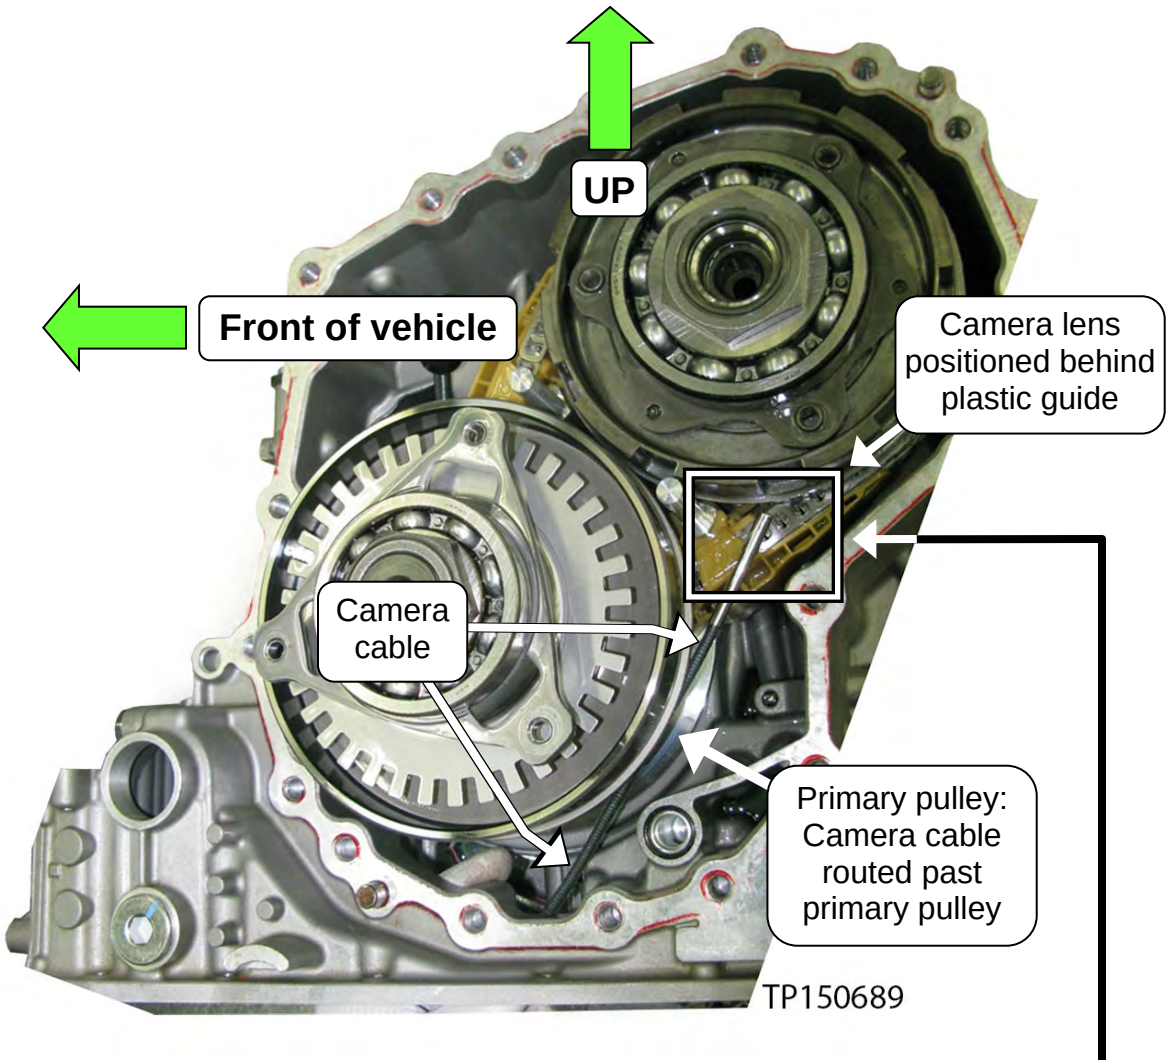
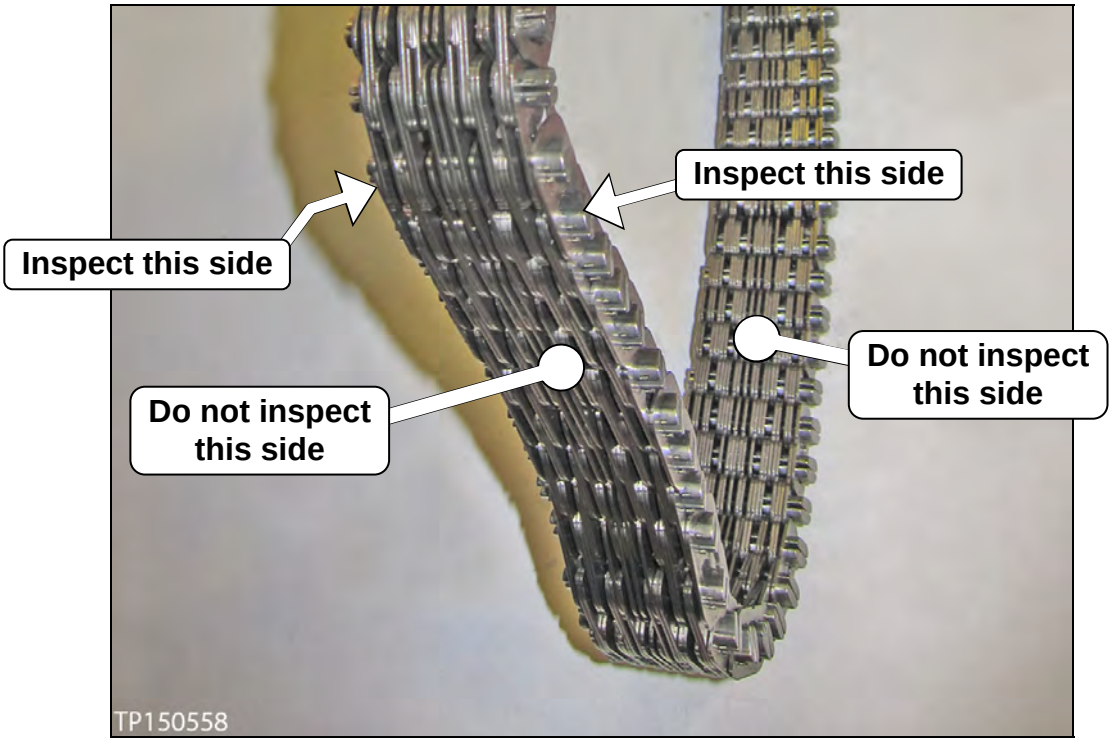

Figure 8
Figure 11
a. First inspect the entirety (360°) of the driver side of the chain that comes in contact with the pulley (see page 11, Figure 8 and 9, and page 12, Figure 11).
- Figures 8 and 9 shows the routing and location of the camera.